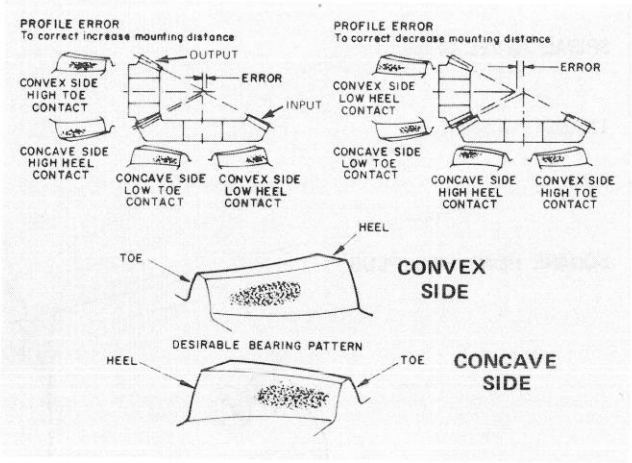

Figure 62
7. Inspect the wear pattern on the gear teeth, compare them to the patterns indicated (Fig. 62). Add or remove shims from output housing to correct any misalignment.